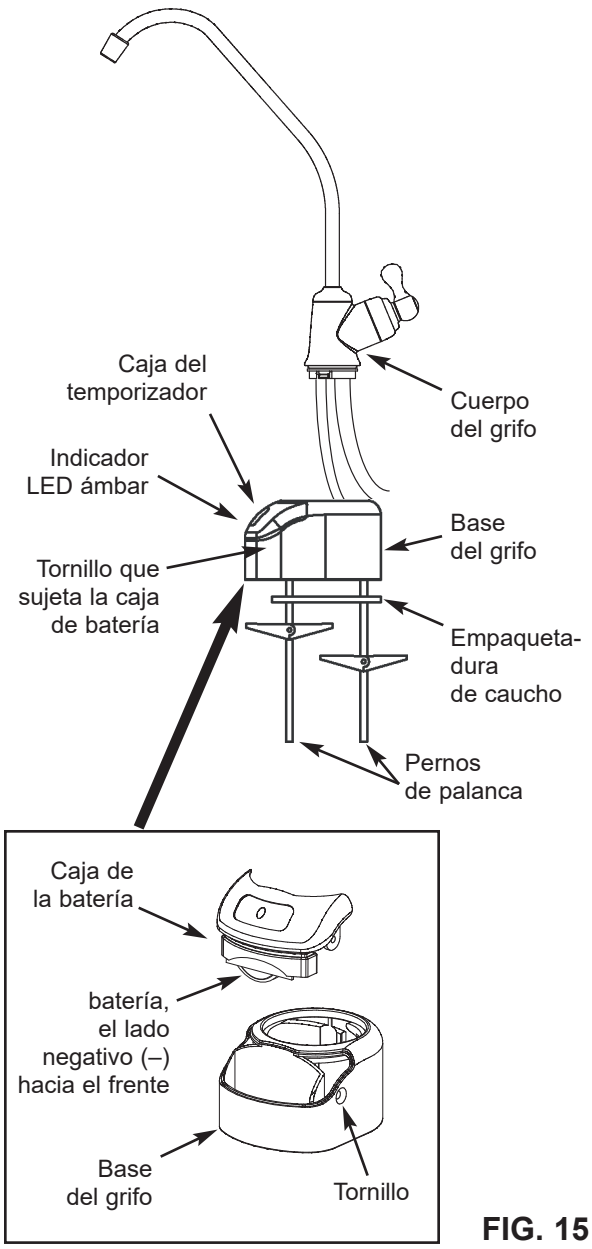

FIG. 15
1. Ubique y organice las piezas para instalar el grifo de ósmosis inversa. Vea la Fig. 15.
2. Desde el frente de la base del grifo, empuje hacia arriba la caja de la batería hasta que se desprenda de la base del grifo. Vea la Fig. 15.
5. Vuelva a instalar la caja de la batería y apriete firmemente el tornillo de montaje. Vea la Fig. 15.